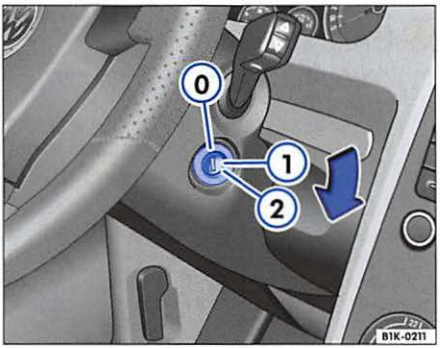

Fig. 80 Ignition key position
In this position ⇒ fig. 80 ⓪ the ignition is switched off and the steering column is locked.
– Turn the ignition key to position ⇒ page 84, fig. 80 ② to start the engine.
– Turn the ignition key to position ⓪ ⇒ page 84, fig. 80.